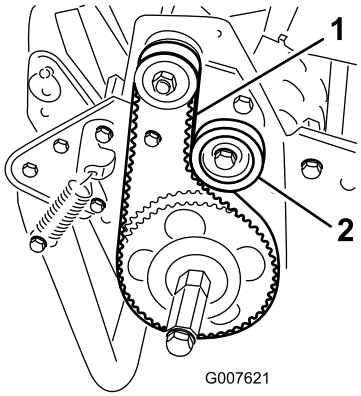

Figuur 38
2. Controleer de spanning door de riem midden tussen de poelies (Figuur 38) in te drukken met een kracht van ongeveer 2 kg (18 tot 22 N).
A. Maak de montagemoer van de spanpoelie los en draai de spanpoelie rechtsom tegen de achterzijde van de riem totdat de riem de vereiste spanning heeft (Figuur 38).